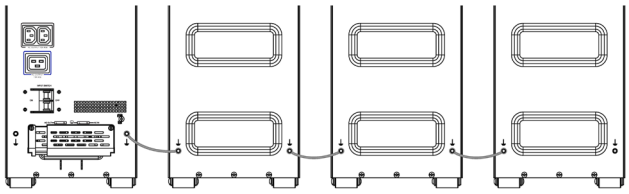

Fig. 42. Connecting several EBMs with additional earth links.
2. To add more than 2 EBMs, additional earth wires are required (10 mm section^2) (Fig. 42).